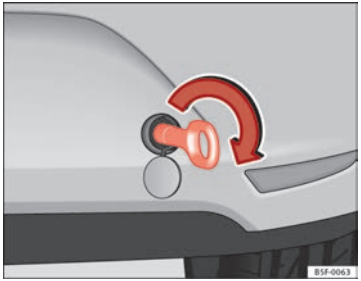

Fig. 135 Right side of the rear bumper: towline anchorage screwed in
– Screw the towline anchorage into the screw connection as far as it will go ⇒ Fig. 135 and tighten with the wheel brace.